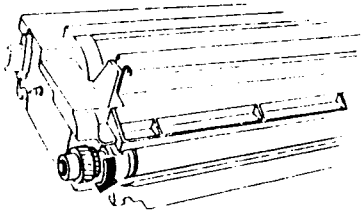

Рис. 2 NZM-0107
• (Рис. 2): После сборки проверьте, что при вращении шестерни магнитного ролика в указанном стрелкой направлении на ролике не остается белых полос и прочих неровностей слоя проявителя. При их наличии установите и устраните причину (это могут быть смешанные с проявителем посторонние предметы).